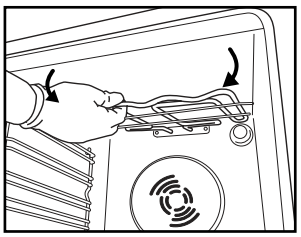
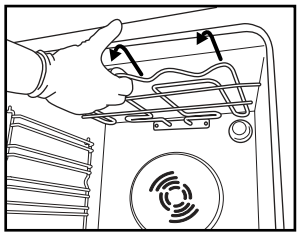

Fig. 4
Fig. 5
2. Dra ut värmeelementet något (*fig. 4*) och sänk det (*fig. 5*).